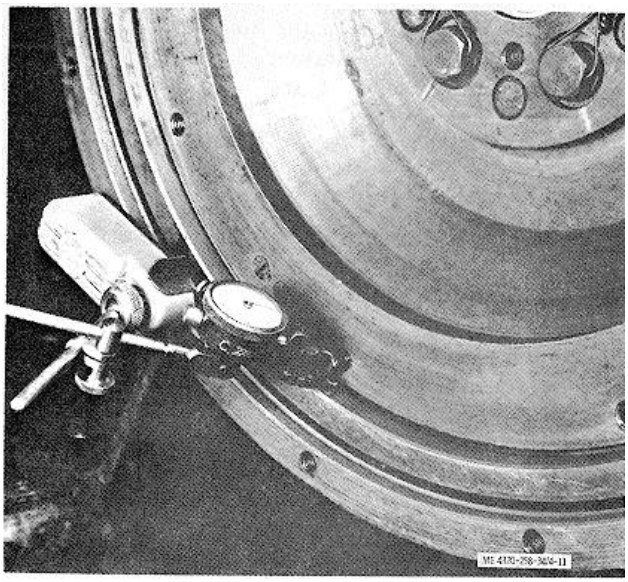

Figure 4-11. Checking flywheel eccentricity.
(4) Check flywheel eccentricity by mounting a dial indicator so that it indicates the inside diameter of the flywheel counterbore (fig. 4-11); rotate the crankshaft through one revolution. If the flywheel is eccentric more than 0.008 inch, loosen and retighten the flywheel mounting bolts and recheck eccentricity. If eccentricity still exceeds 0.008 inch, replace the flywheel.